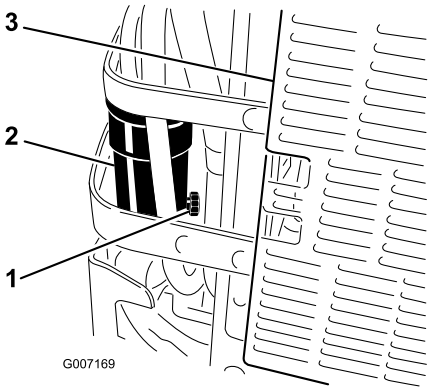

Figur 41
6. Öppna avtappningspluggen på vattenseparatorn ca ett varv och tappa ut vatten och andra föroreningar (Figur 41).
7. Stäng tömningsventilen när det bara är dieselbränsle som rinner ut (Figur 41).